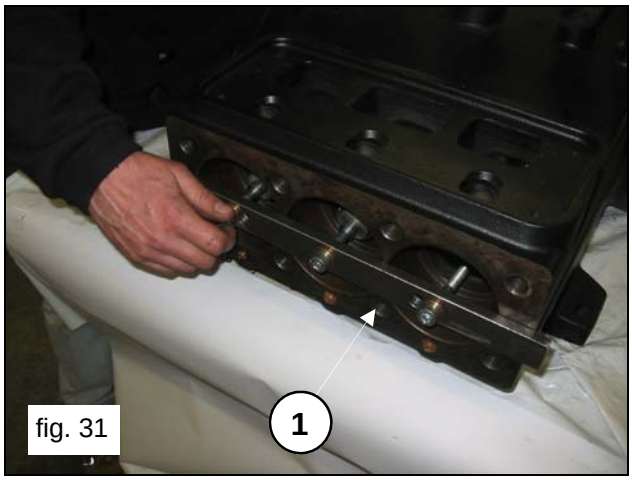
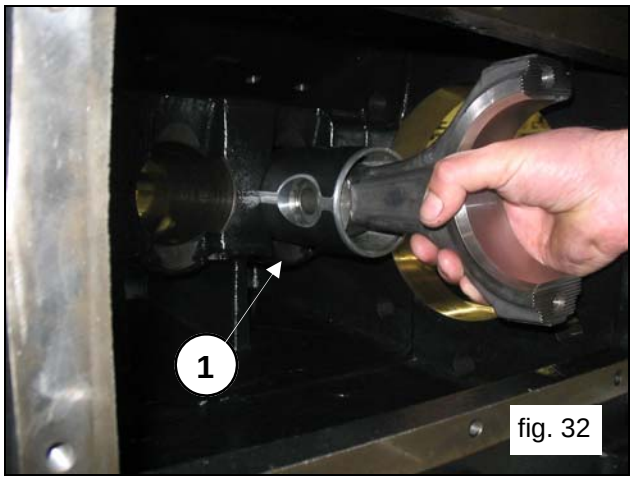

fig. 31
fig. 32
If the replacement of one or more connecting rods or piston guides is necessary, please operate as follows: Unfasten the screws of the tool cod.27566200 to unlock the connecting rods (pos.①, fig.31) and therefore extract the connecting rod-piston guide units from the opening behind the crankcase (pos.①, fig.32).
After verifying the perfect cleaning of the crankcase, insert the connecting rod-piston guide unit inside the cylinders of the crankcase (pos.①, fig.32).
Block the three units using the apposite tool cod.27566200 (pos.①, fig.31).
Remove the device that blocks the connecting rods cod.27566200 (pos.①, fig.31).